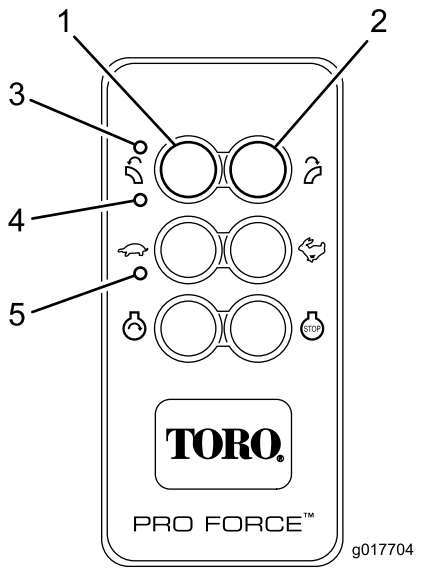

Figuur 12
U kunt de afstandsbediening activeren (inschakelen) door op om het even welke knop te drukken. Knipperende TX- en RX-leds wijzen erop dat de afstandsbediening actief is en in communicatie staat met de basiseenheid. Om de batterij te sparen blijft de afstandsbediening ongeveer drie (3) seconden actief voordat ze automatisch uitgeschakeld wordt, tenzij u binnen de drie seconden op een knop drukt. Als er een time-out van de eenheid optreedt en deze wordt uitgeschakeld, doven alle ledlampjes van de afstandsbediening (Figuur 12). Druk op om het even welke knop om de afstandsbediening opnieuw in te schakelen.